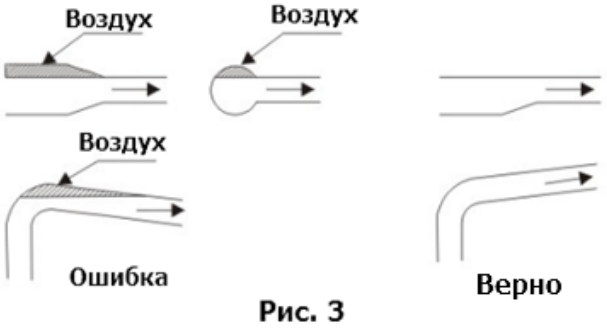

Рис. 3
- При монтаже впускного трубопровода следует избегать воздушных пробок (см. рис. 3).